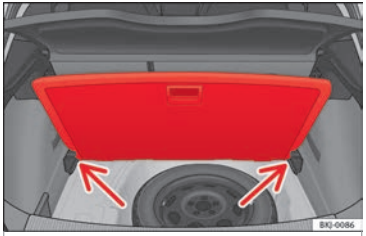

**Fig. 171** Luggage compartment variable floor: sloped position.
- Lift the variable floor in the high position using handle (1), pull it up and push it towards the backrest of the rear seats until the floor folds along the hinge line and the movable part of the floor is resting on itself.
- Rest the floor on its housings ››› Fig. 171 (arrows).